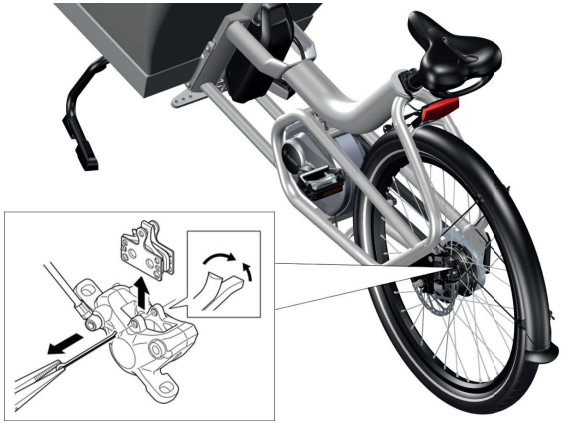

Afbeelding 40: Verwijderen van de remblokjes om ze op slijtage te controleren
1. Een pen met een gespleten uiteinde houdt de remblokken op hun plaats. Gebruik een tang om deze pen te verwijderen (zie afbeelding 40).
2. Verwijder de remblokjes (zie afbeelding 40 om de remblokjes aan het achterwiel te verwijderen) en controleer ze op slijtage. Als het frictiemateriaal minder is dan 1 mm dienen de remblokjes te worden vervangen.